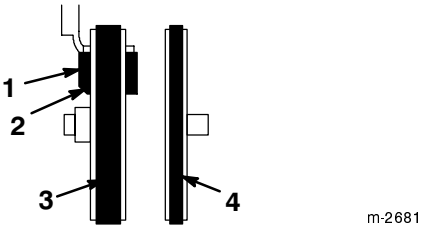

Figur 29
15. Se till att bromsklossen är rätt monterad på bromsarmen. Sätt den vinklade kanten på bromsklossen som visas i figur 29.
12. Se till att bromsklossen är rätt monterad på bromsarmen. Sätt den vinklade kanten på bromsklossen enligt anvisningarna i figur 29.